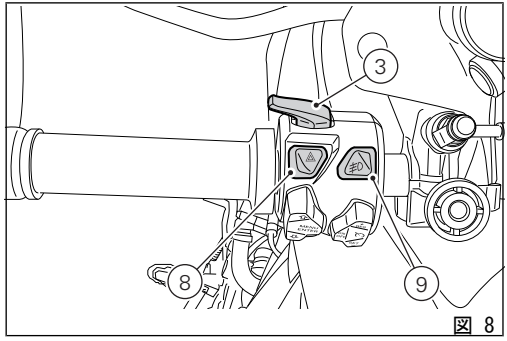

図 8
3) ランプ起動および切り替え（ハイビーム / ロービーム）ボタン(図 8)